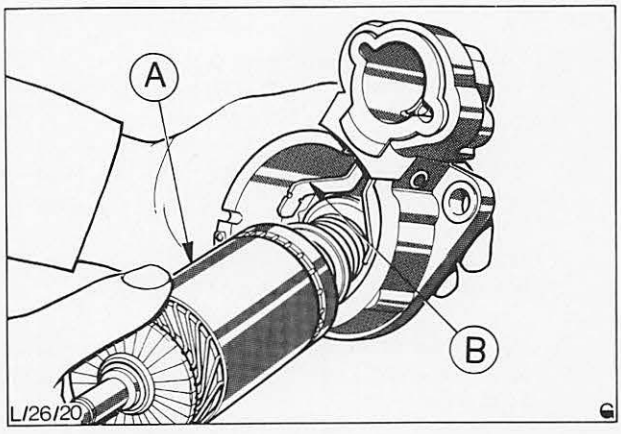

Abb. 18 Anker beim Herausführen aus dem Antriebslagerschild von der Einrückgabel aushängen
5. Anker aus dem Antriebslagerschild herausziehen und gleichzeitig Einrückgabel vom Ritzelantrieb aushängen, Abb. 18.